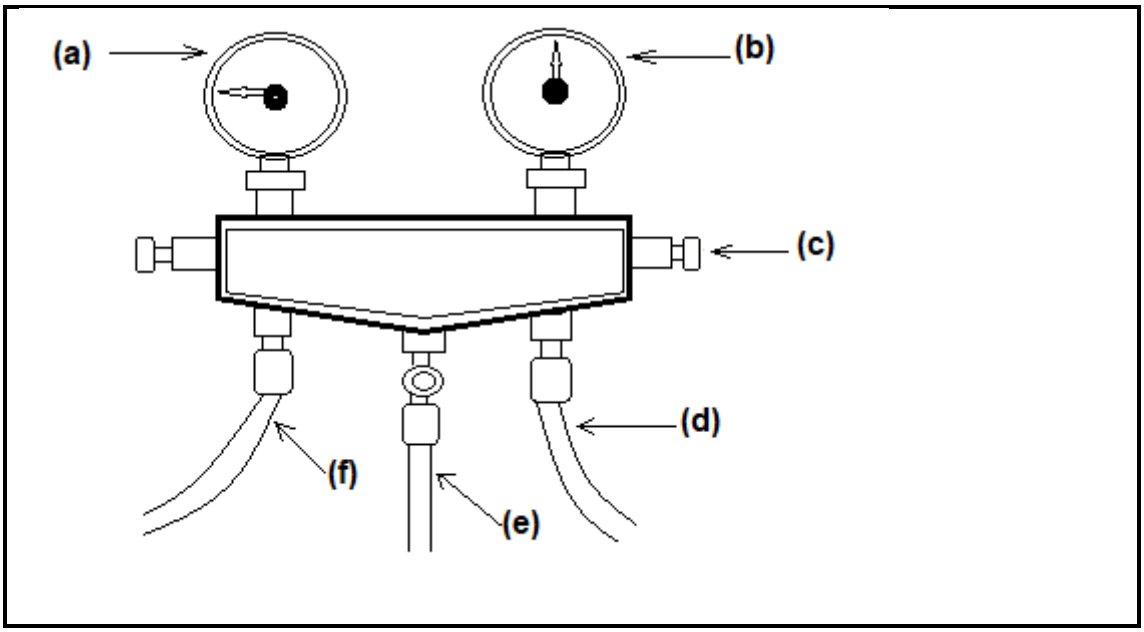

FIGURE 1
3.1.1 Identify and name the equipment in FIGURE 1. (2)